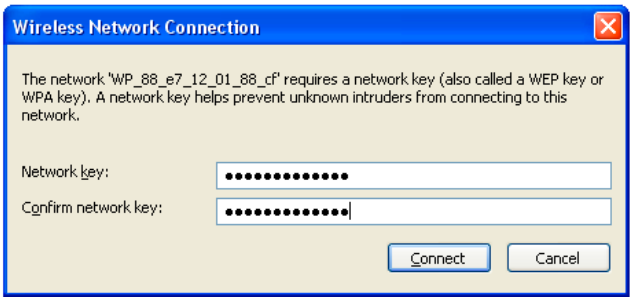

Figure 12 - Enter SAID Number
3. In the "Network key" field (see figure 12), enter the **SAID** number, which is found next to the Serial/Model # tag. **IMPORTANT:** THIS KEY IS CASE SENSITIVE. Confirm the key, then select the "Connect" or "Next" button to connect to the network.